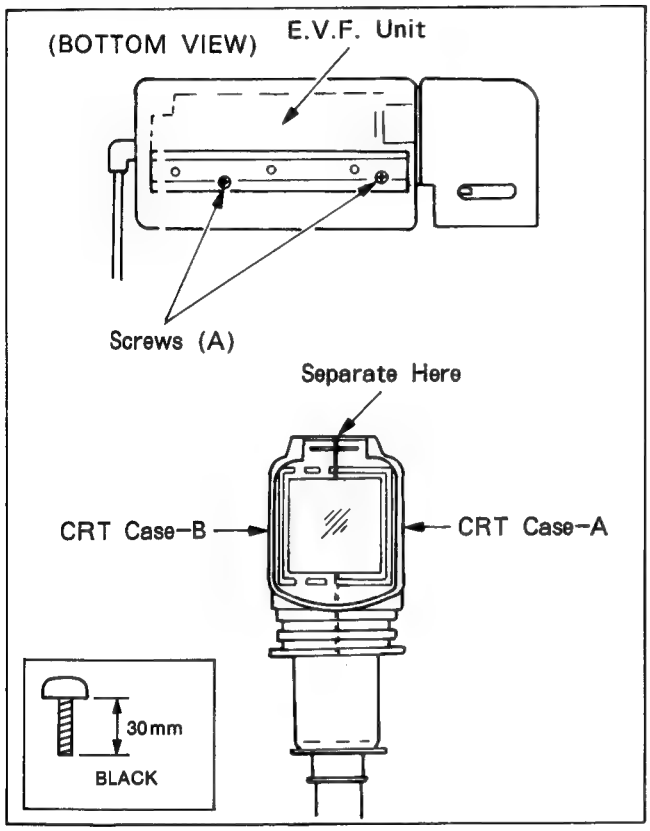

Fig. D21
(1) Remove 2 Screws (A) on the bottom of the E.V.F. Unit and then remove the Bottom Case.
(2) Remove CRT Case–B from CRT Case–A as shown in Fig. D21.